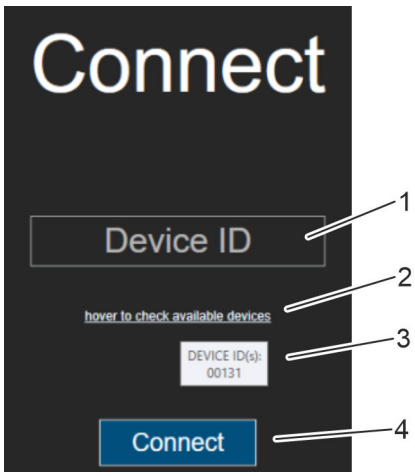

Fig. 31: Conectar el software
Para averiguar el número del dispositivo (*«Device ID»*), desplace el ratón sobre la nota de ayuda (Fig. 31/2).
⇨ Aparecen todos los atornilladores a los que puede conectarse el software (Fig. 31/3).
4. Introduzca el *«Device ID»* del atornillador (Fig. 31/1) y pulse *«Connect»* (Fig. 31/4).